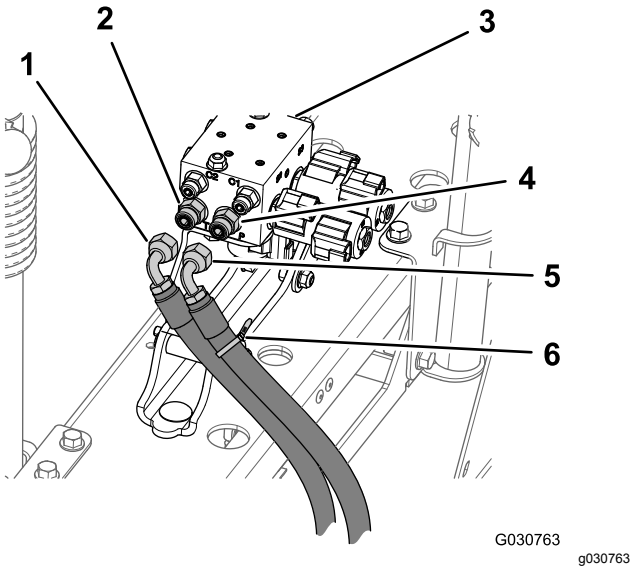

Figur 75
1. Vid port P på sprutrampslyftens grenrör markerar du tryckhydraulslangen med ett kabelband (Figur 75).
2. Lossa hydraultryck- och hydraulreturslangarna från sprutrampslyftens grenrör (Figur 75).